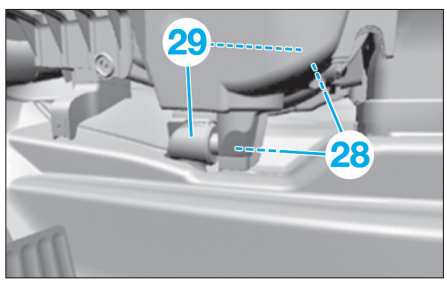

Fig. 26
- Faire attention au montage correct de l'écoulement de l'eau de condensation (28) dans le manchon (29) **(Fig.26)**.